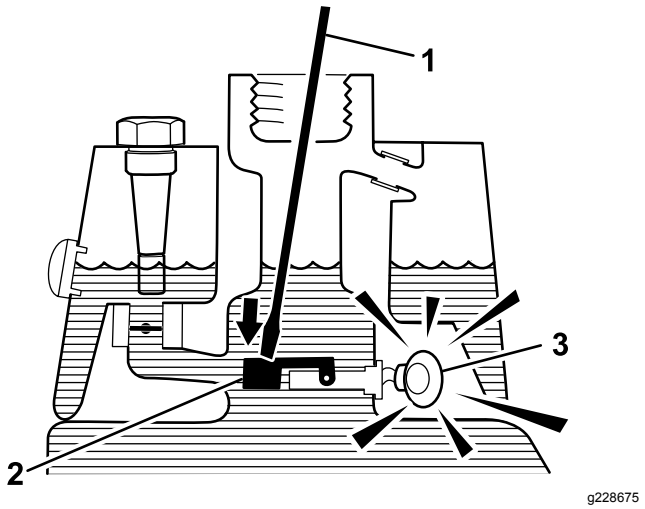

Figur 61
3. Sæt en ren stang eller skruetrækker ind i tankens studs og tryk forsigtigt ned på svømmerkontakten (Figur 61): Alarmen bør lyde efter et sekunds forsinkelse.